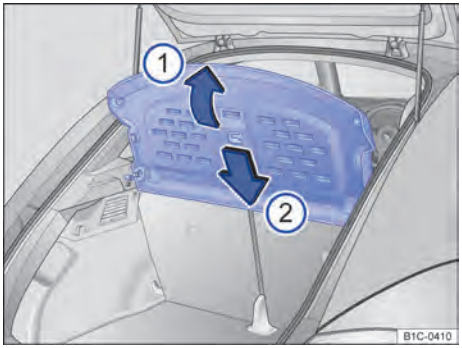

Fig. 90 No compartimento de bagagem: desinstalar e instalar a cobertura do compartimento de bagagem.
- Rebater a cobertura do compartimento de bagagem para cima ⇒ Fig. 90 (seta ①), até que a cobertura do compartimento de bagagem se solte dos suportes laterais.
- Empurrar a cobertura do compartimento de bagagem entre o encosto do banco traseiro e os suportes laterais ⇒ Fig. 90 (seta ②)